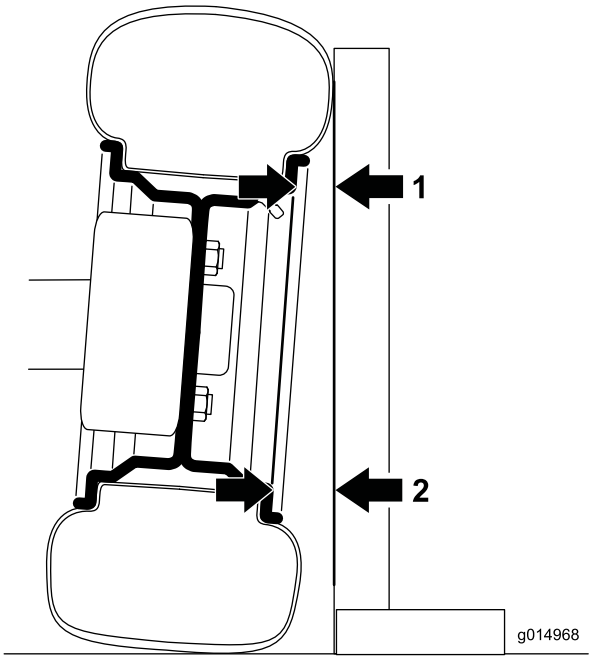

Figur 60
1. Kontroller hældningen ved at placere en 90-graders firkant på jorden, således at den lodrette kant berører dækkets forside (Figur 60).
2. Mål fra det samme sted på fælgen på toppen og bunden af dækket til firkanten (Figur 60).